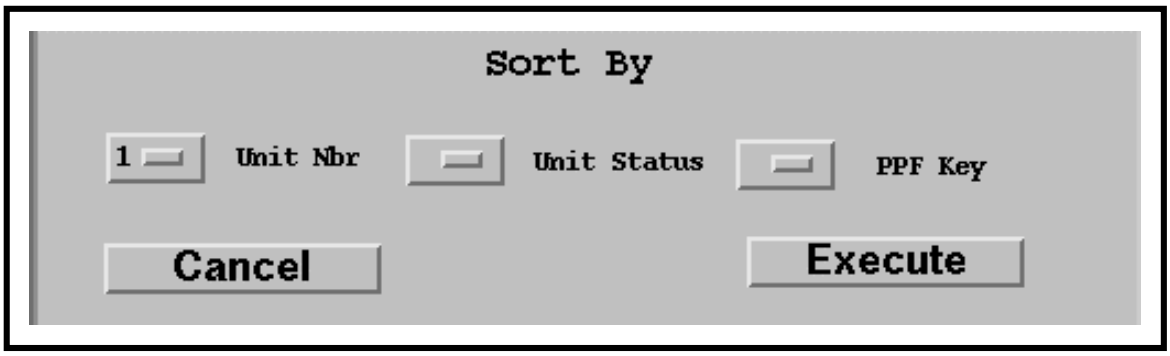

Figure 89. Sort Dialogue Box
The procedure for **Sorting Units** is performed as part of the procedure for **Using the OI Detail Screen** (preceding section of this lesson). The units to be displayed on the **OI Detail Screen** (Figure 85) can be sorted using the **Sort Dialogue Box** (Figure 89). The sorting can be done on the basis of the following criteria, either individually or in combination:
- The **Sort Dialogue Box** (Figure 89) is displayed.